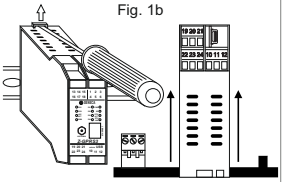

Fig. 1b
1) Spostare verso l'esterno i due ganci sul lato posteriore del modulo come illustrato in fig 1b.